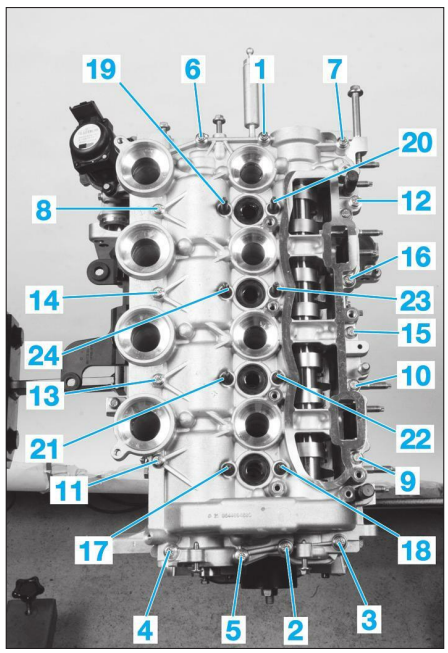

**Fig. 73**
- les vis de fixation du carter palier d'arbre à cames suivant l'ordre indiqué **(Fig.73)**,